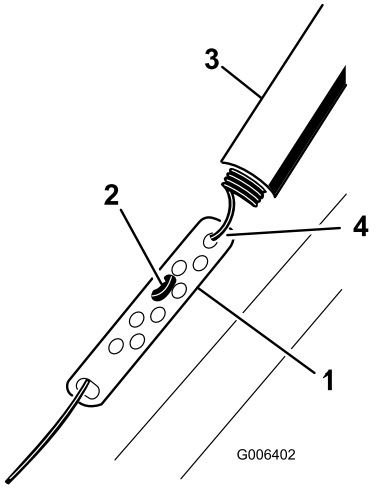

Figur 10
1. Skyv fjærdekselet opp og hekt løs fjæren fra justeringskoblingen (Figur 10).
2. Beveg Z-anordningen til et høyere eller lavere hull på justeringskoblingen for å få en avstand på 2 mm til 3 mm mellom kontrollbøylen og håndtaket (Figur 10).